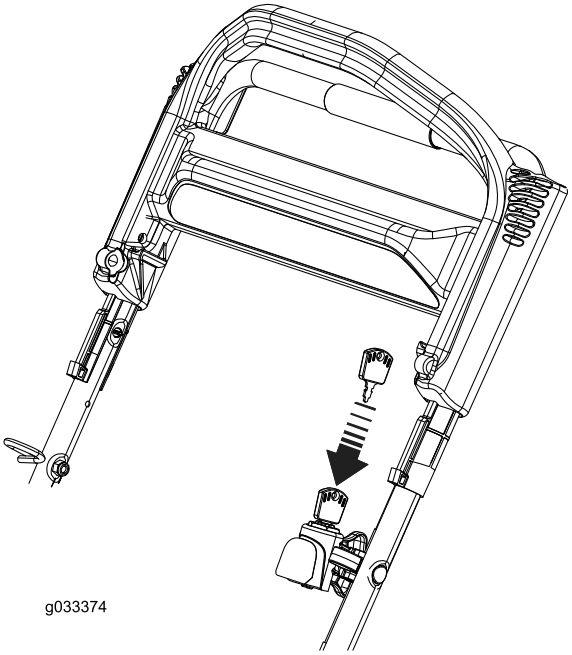
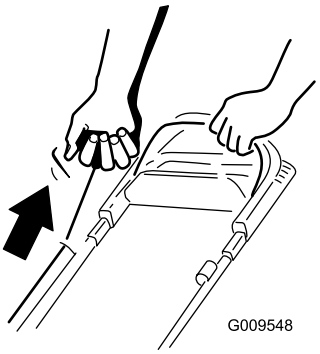

Figura 18
Figura 19
2. Insira a chave na ignição e rode-a (apenas modelo de arranque elétrico; consulte Figura 18) ou puxe o manípulo do arrancador de retrocesso (Figura 19).
Nota: Puxe o manípulo do arrancador ligeiramente até sentir resistência e, em seguida, puxe rapidamente (Figura 19). Deixe que a corda regresse lentamente ao manípulo.